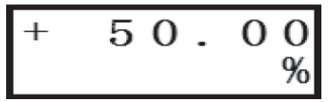

图 28
8.7 输入五次“右”键，将空字符“□”翻转成“5”，显示器显示如图 28 所示；